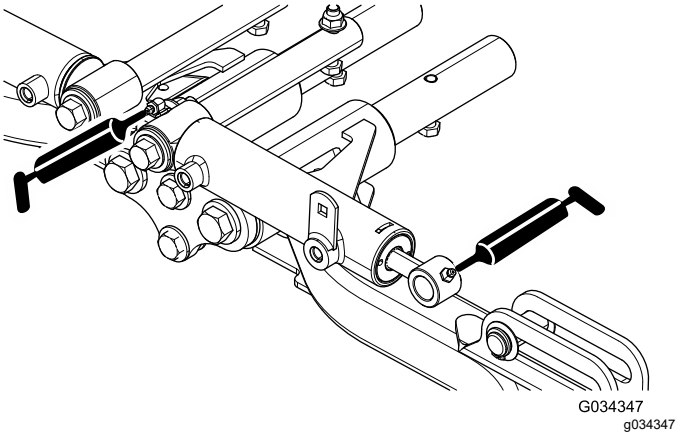

Figur 46
- Främre lyftarmstappar och lyftcylindrar (3 av varje), se Figur 46.